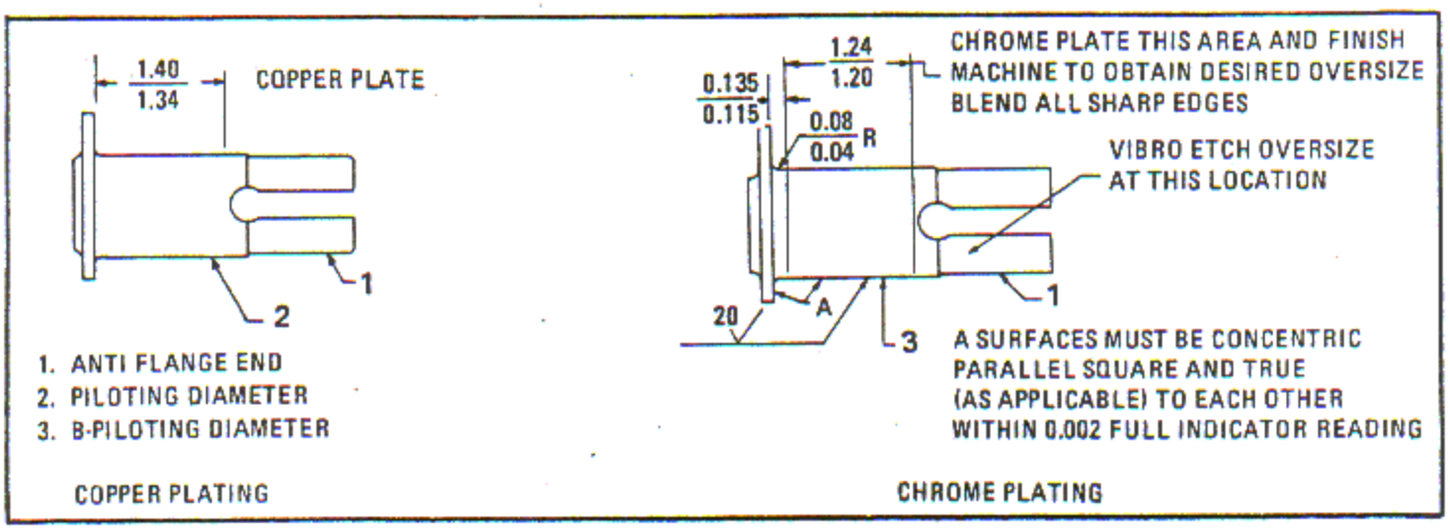

Figure 6-273. Copper Plating and Chrome Plating Valve Tappet Guide
6-815. When guides are copper plated, the plate can run into the fillet radius between the piloting diameter and the flange. See figure 6-273. Plate to the finished size, not to exceed a plate thickness of 0.00125 inch.
6-816. When guides are chrome plated, do not plate into the fillet radius under the flange. See figure 6-273. Plate to approximately 0.010 inch over the final oversize diameter. Remove excess material by grinding in accordance with the following. The maximum finished thickness of chrome is 0.005 inch.
b. Finish machine the guide to the dimension given in figure 6-273.